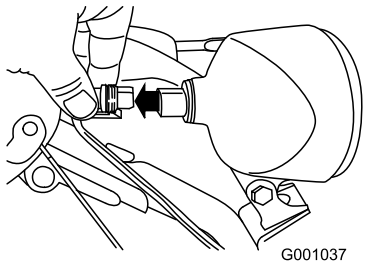

Figur 61
1. Dra ut kabelkontakten på strålkastarens baksida (Figur 61).